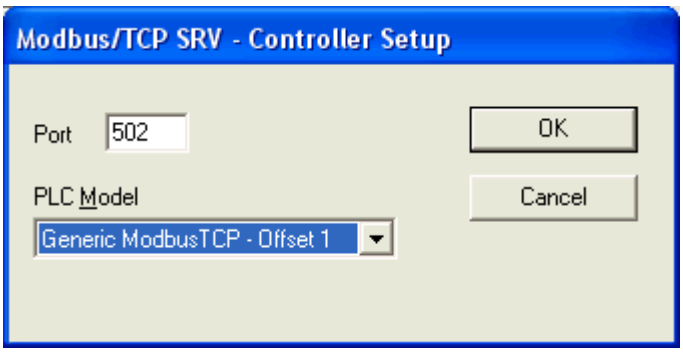

Figure 2 – Controller Setup dialog box
1) Choose the communication driver 'Modbus/TCP SRV' from the list in the 'Select Controller' dialog box. The 'Controller Setup' button can then be pressed to display the 'Modbus/TCP SRV – Controller Setup' dialog box as shown in Figure 2.